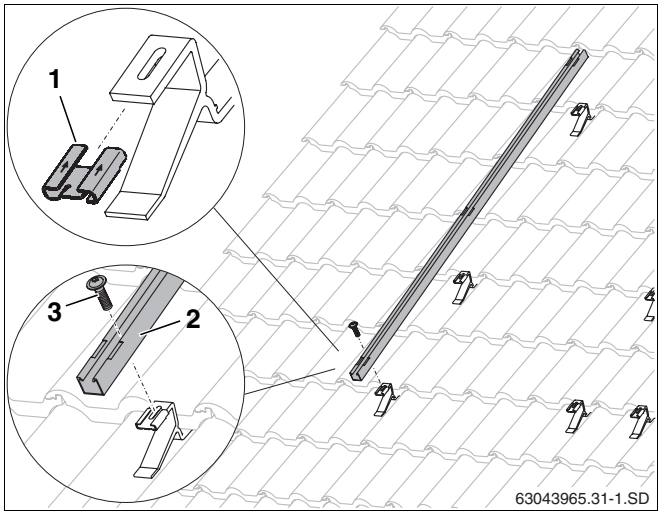

Rys. 29 Zamocowanie profilu absorbującego dodatkowe obciążenie śniegiem
- Wsunąć nakrętkę prostokątną (rys. 29, **poz. 1**) na hak dachowy w kierunku pokazywanym przez strzałkę.
- Ułożyć profil absorbujący dodatkowe obciążenie śniegiem (rys. 29, **poz. 2**) na hakach dachowych i przykręcić śrubą M8 (rys. 29, **poz. 3**).